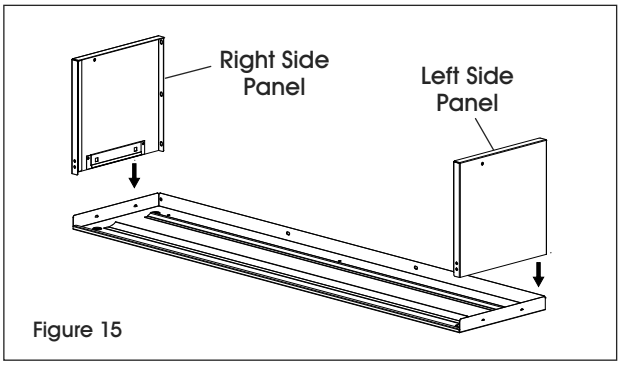

Figure 15
3. Attach right side panel by inserting locking tabs into matching square holes on top panel. Gently tap with a rubber mallet to fully engage tabs. Repeat for left side panel. (See Figure 15)